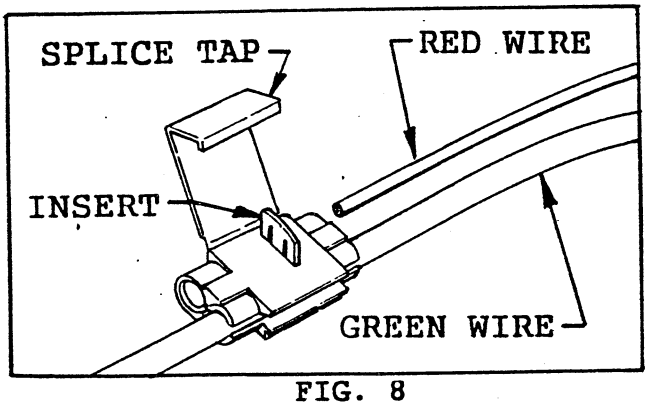

FIG. 8
■ Place the GREEN wire of the Vehicle's wiring harness into the splice tap (in parts bag) as shown in FIG. 8.